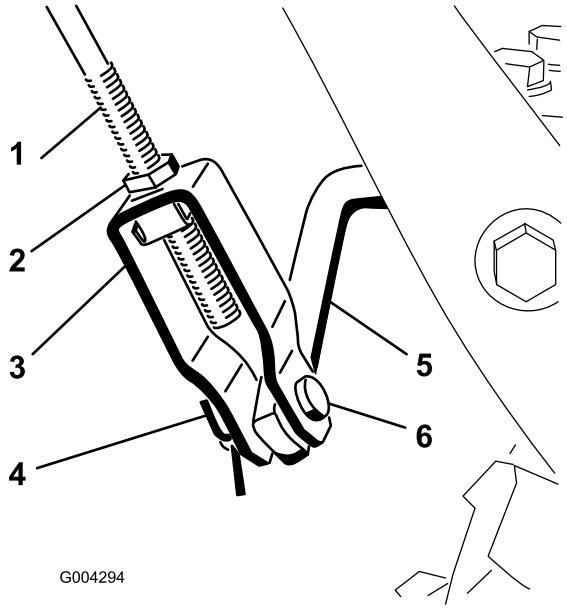

Figur 8
1. Løsne låsemutteren over sjakkelen på det øvre kontrollstaget (Figur 8).
2. Innrett hullene i sjakkelen og det nedre kontrollstaget og før inn splittpinnen (Figur 8).
C. Før splittpinnen opp eller ned for å øke eller redusere avstanden mellom toppen av håndtaket og bunnen av kontrollspaken til spiralbladets/viftehjulets drivverk (Figur 8).
6. Når justeringen er korrekt monterer du splittpinnen og fester den sammen med hårnålssplinten (Figur 8).
7. Stram låsemutteren for å feste sjakkelen (Figur 8).